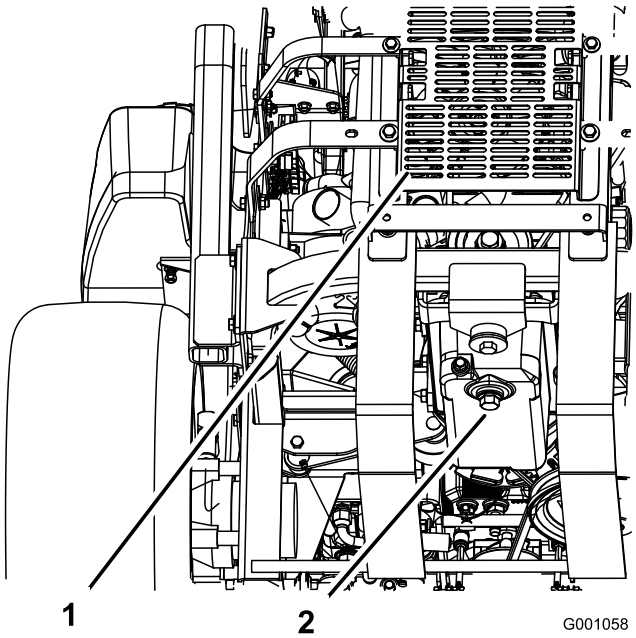

**Figuur 44**
5. Plaats een opvangbak onder de aftapplug. Verwijder de aftapplug en laat alle olie weglopen (Figuur 44).